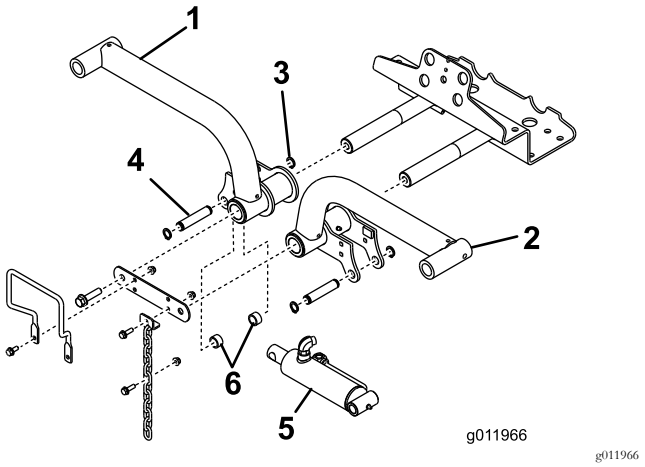

Figur 15
4. Indsæt løftearmene på løftearmenes drejeaksler (Figur 15), og fastgør hver løftearm med en drejeakselled og boltene, der blev fjernet tidligere.
2.	Låsering	5.	Afstandsstykker (2)
6. Fastgør løftecylinderens højre ende til den højre løftearm med en tap og 2 afstandsstykker (Figur 15). Fastgør den med en låsering.